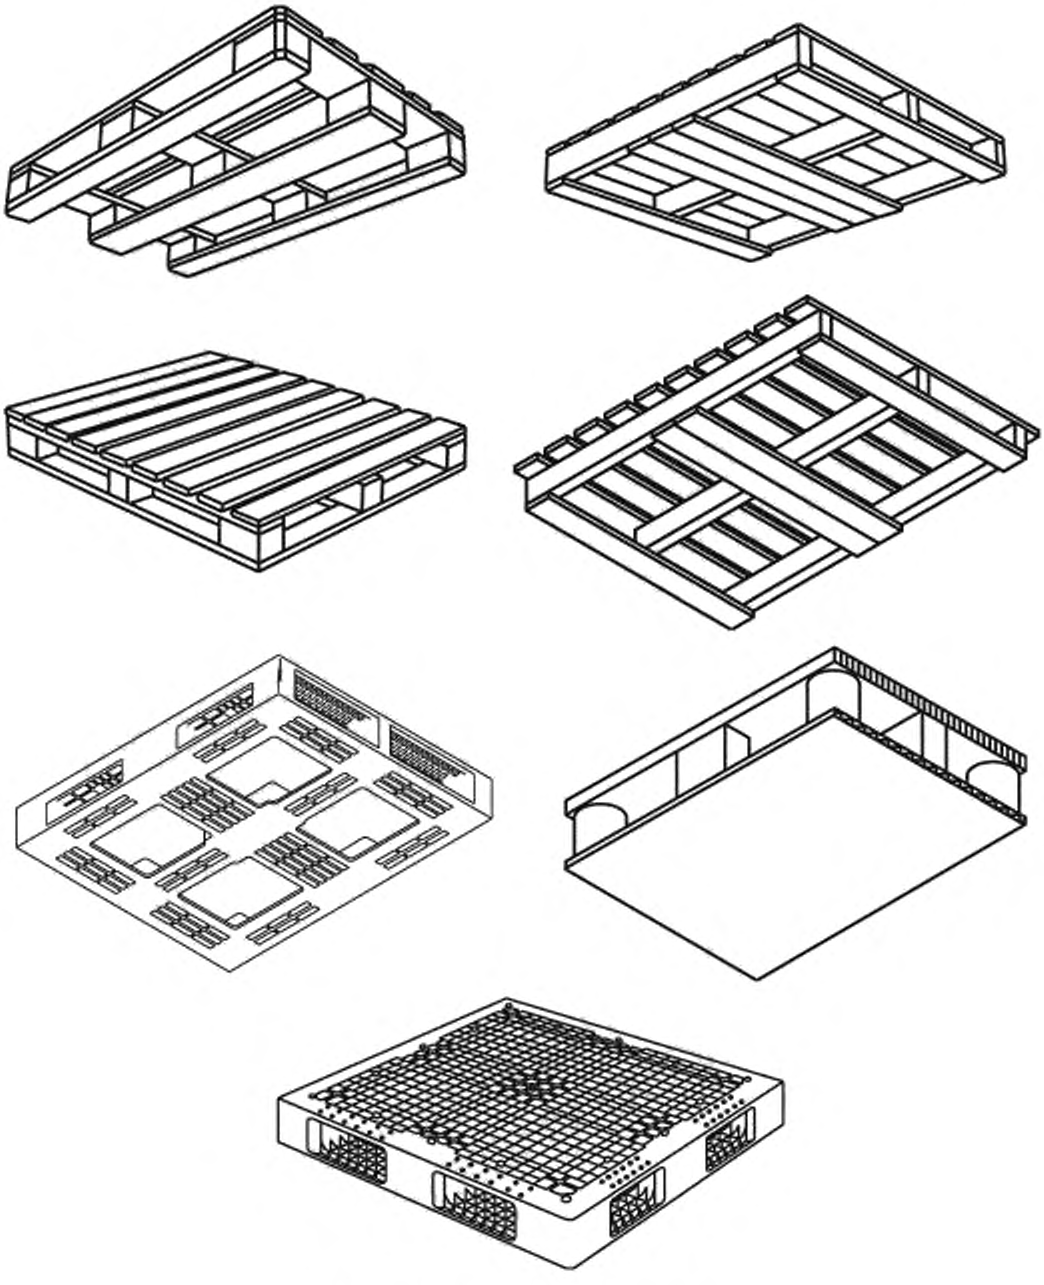

Рисунок 5 — Двухнастильные поддоны
3.4 **двухнастильный поддон:** Плоский поддон с верхним и нижним настилами (см. рисунок 5).